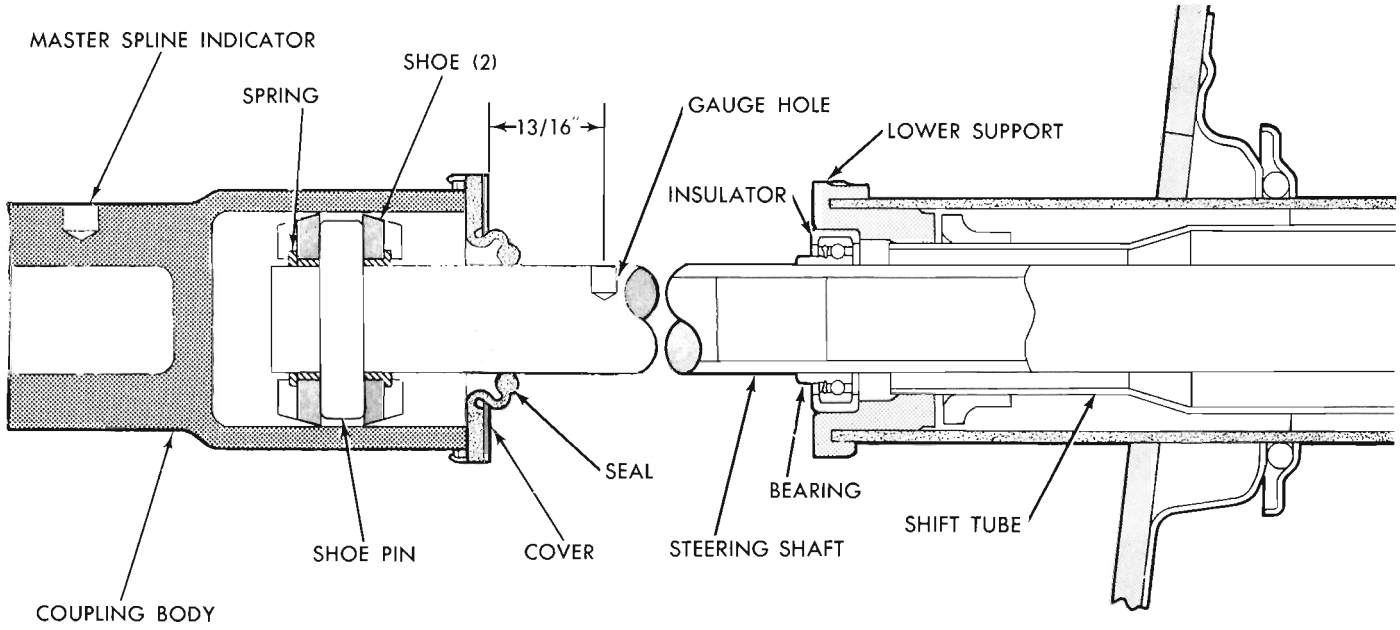

Fig. 9—Steering Column—Lower End
(10) Disassemble lower coupling assembly (Fig. 9). Press shoe pin out of steering shaft with an arbor press. **Do not hammer on coupling or steering shaft to remove.**
(17) Remove lower support and bearing (Fig. 9) from column jacket. Depress one plastic finger at a time while tapping the support off the jacket.
(6) If removed, align plastic fingers on steering shaft lower bearing support with holes in column jacket, then push assembly in the jacket. Lower end of shift tube pilots in the support (Fig. 9).
(7) Lubricate and install centering spheres in upper yoke. Rotate centering sphere so flats are lined up with